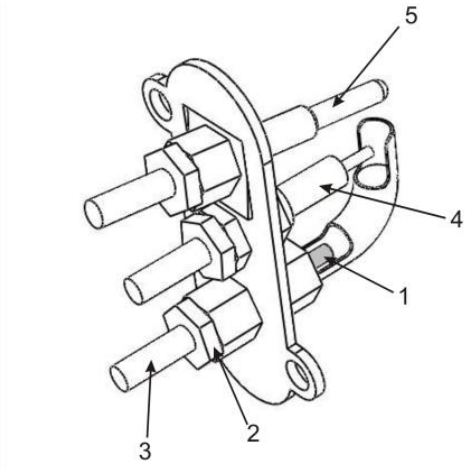

Рис.5 Устройство узла запальной горелки
- Приподнимите запальник. Ключом на 10 открутите муфту подводящей медной трубки *2* (рис.5).
- Выньте из канала смесителя трубку 3 (рис. 5) вместе с соплом 1 (рис. 5) и замените последнее согласно таблице 1.